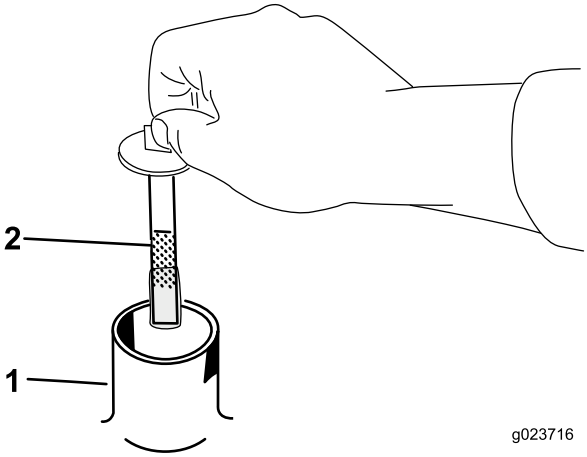

Figure 37
5. Enlevez le bouchon du goulot de remplissage et vérifiez le niveau de liquide sur la jauge (Figure 37).